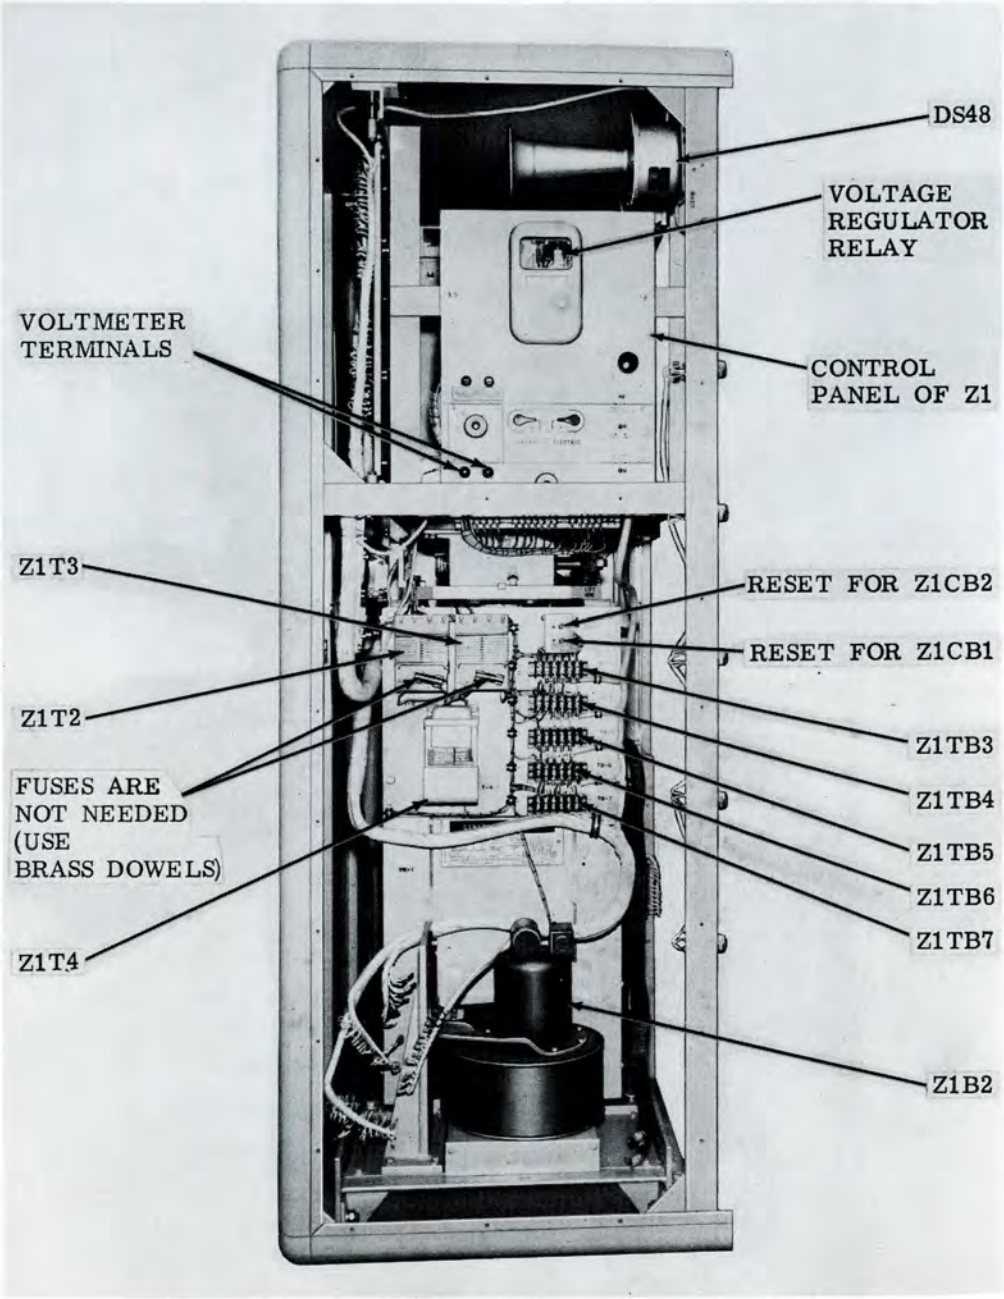

Figure 6-6. Left Cabinet Section, Front View, Front Panel Removed
3. Set AUTO PLATE VOLT ADJUST control (53) to 10 kilovolts as read on 15.5 KV PLATE VOLTAGE meter (67).
4. Remove the voltage regulator relay (figure 6-6) protective cover by loosening the thumbscrew and then carefully withdrawing the cover.
5. Set the multimeter to the 300-volt ac range and connect it to the VOLTMETER terminals on the Z1 control panel (figure 6-6). Note and record the multimeter reading.